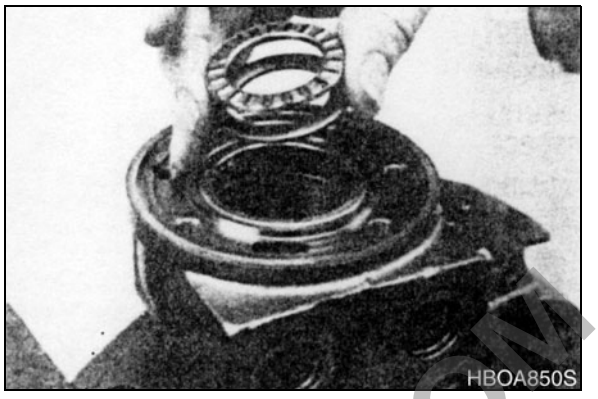

Figure 24
17. Remove thrust bearing (15) and thrust washer (14) if the unit is a Series MG or MF. Inspect for wear, brinelling, corrosion and a full complement of retained rollers. See Figure 24.